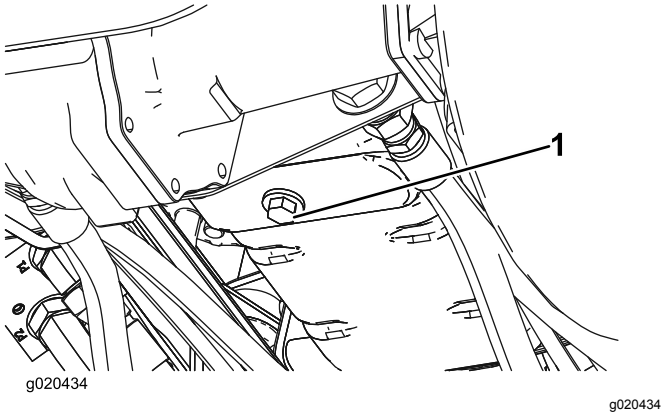

**Figur 54**
1. Ta bort avtappningspluggen (Figur 54) och låt oljan rinna ned i ett avtappningskärl. Sätt tillbaka avtappningspluggen när oljan har slutat rinna.